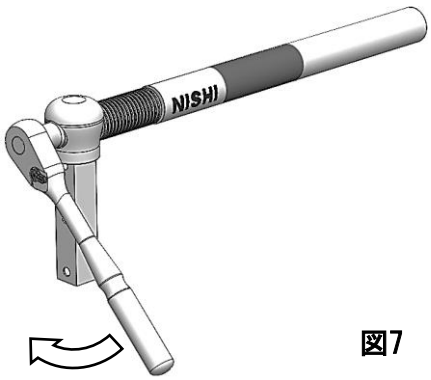

図7
⑥ 最後に、工具を使用してボルトを増し締めして完了です（図7）。